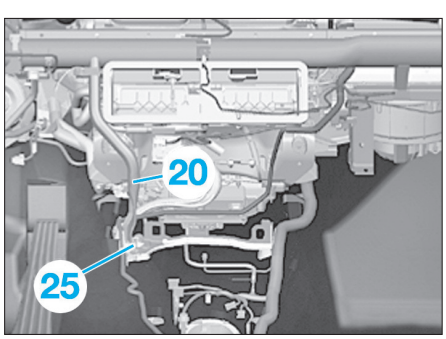

Fig. 24
• Déposer la vis (25) du tube support (20) **(Fig.24)**.